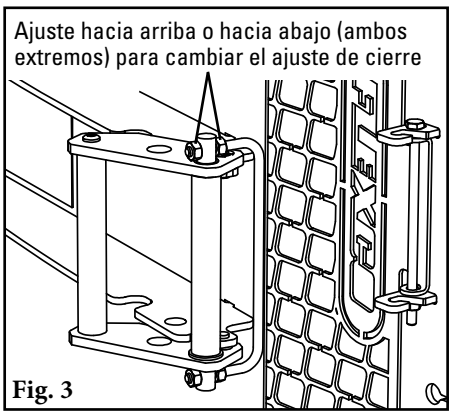

Fig. 3
6. Ajuste las tuercas del tornillo en U hacia arriba o hacia abajo (igual en ambos lados) para cambiar el ajuste del cierre (Fig. 3). Esto también cambiará la fuerza necesaria para cerrar la manija. Verifique que el tornillo en U haga contacto con ambas pestañas de cierre.